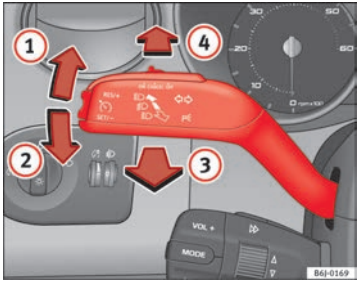

Fig. 60 Turn signal and main beam headlight lever
– Move the lever all the way up ⇒ Fig. 60 (1) to indicate **right**, and all the way down (2) to indicate **left**.
– Press the lever forward ⇒ Fig. 60 (4) to switch on the main beams.